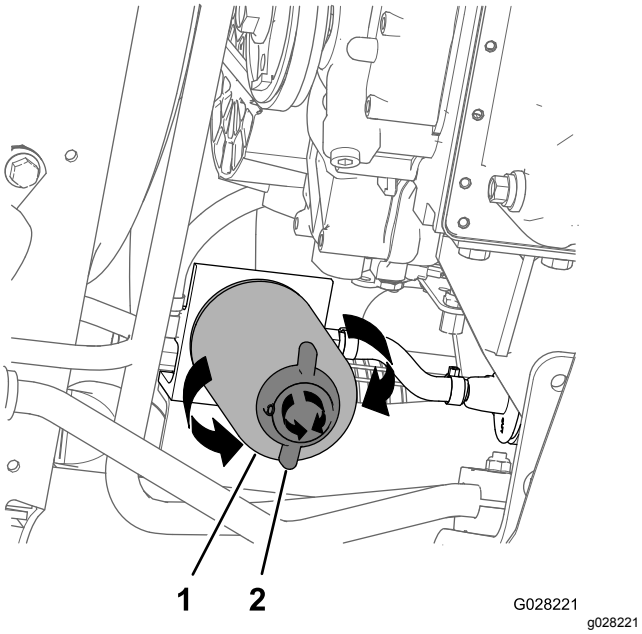

Figuur 75
4. Plaats een opvangbak onder het brandstoffilter; zie Figuur 75 in Het filter van de waterafscheider vervangen (bladz. 63).
2. Plaats een opvangbak onder het filter van de waterafscheider (Figuur 75).
3. Draai het aftapventiel onderaan het filter van de waterafscheider linksom (Figuur 75).
4. Reinig de omgeving van het filter van de waterafscheider en het bevestigingsoppervlak van het filtertussenstuk (Figuur 75).
5. Verwijder het filter van de waterafscheider (Figuur 75).
9. Zorg dat het aftapventiel onderaan het filter van de waterafscheider stevig rechtsom is gedraaid (Figuur 75).